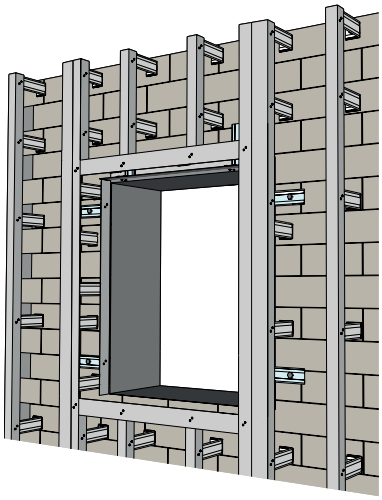
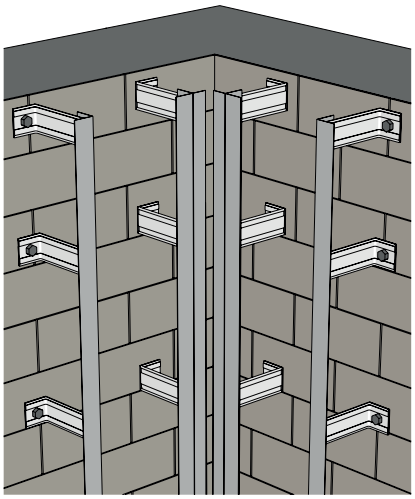
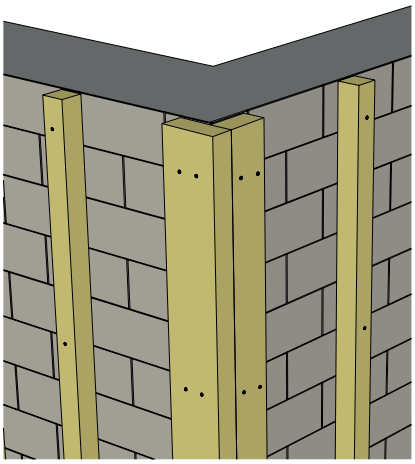

*Рисунок 17. Оконный проем*
*Рисунок 18. Внутренний угол металлической обрешетки НФС GL*
*Рисунок 19. Наружный угол деревянной обрешетки*
**9.8** Для металлической и деревянной обрешетки, вокруг оконных, дверных и прочих проемов (рис. 17), во внутренних углах (рис. 18) обрешетка устанавливается сплошной и широкой (100-150 мм). Под соединительную Н-планку, на наружных углах (рис. 19), сплошной и широкой устанавливается только на деревянной обрешетке.